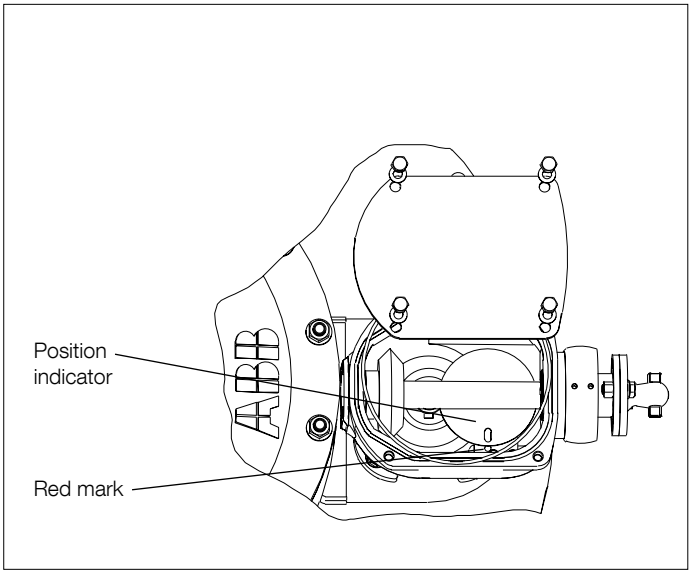

Fig. 17. Bevel gear.
3. After the measurement, the tap-changer must be operated in the direction and to the position shown in the single-phase diagram as the delivery position. The right position designation should be shown in the window in the position indicator on the bevel gear of the tap-changer, and the window should exactly face the red mark in the bevel gear housing; see Fig. 17. Remount the locking device on the bevel gear and the cover of the bevel gear. Carefully fit the gasket.